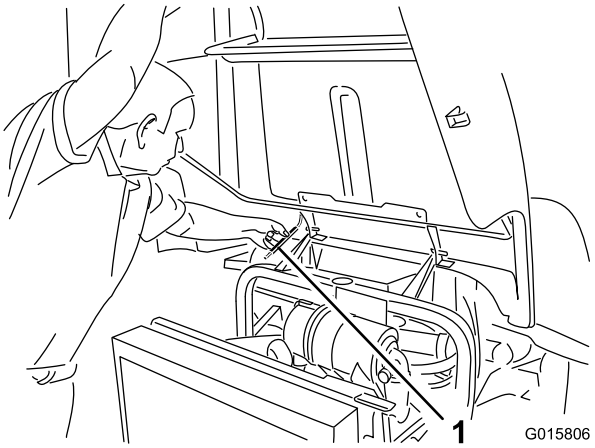

Figur 32
2. Luft huven tills du kan placera stöttan bakom ramröret (Figur 32).